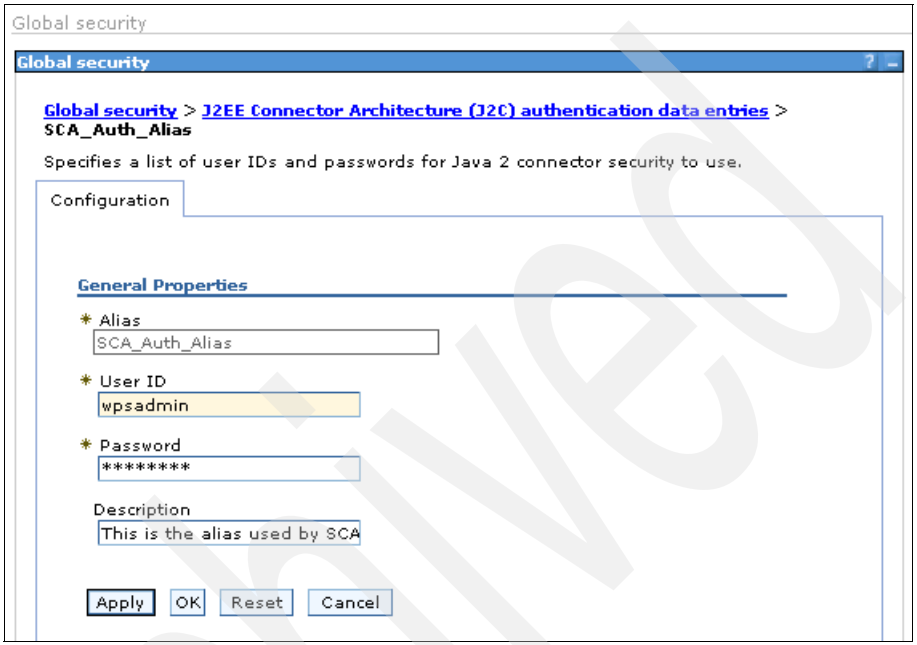

Figure B-32 The SCA Auth Alias page
10. In the SCA Auth Alias panel (Figure B-32), complete these steps: